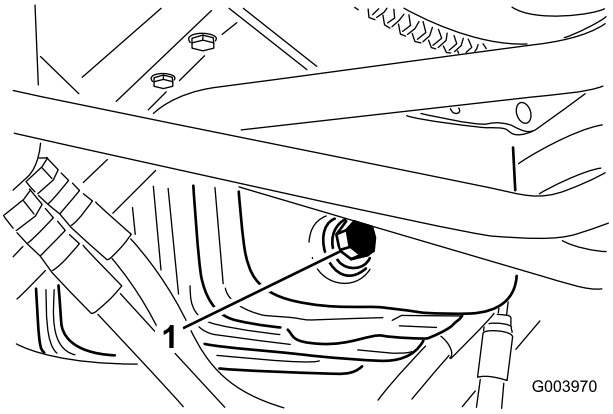

Figur 51
1. Ta bort avtappningspluggen (Figur 51) och låt oljan rinna ned i ett avtappningskärl.